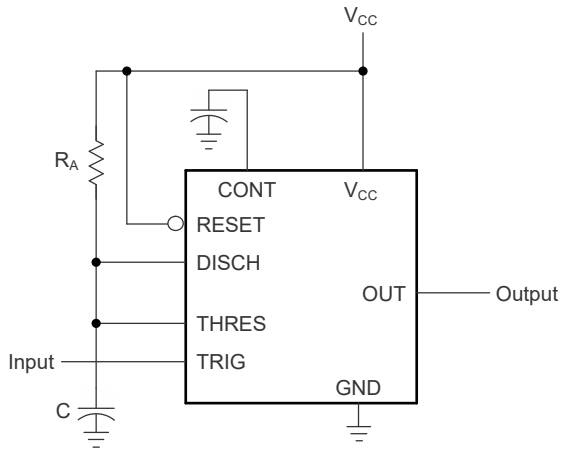

Figure 6-2. Circuit for Monostable Operation
(1) For conditions shown as MIN or MAX, use the appropriate value specified under *Recommended Operating Conditions*.
(2) Values specified are for a device in a monostable circuit similar to Figure 6-2, with the following component values: R_A = 2kΩ to 100kΩ, C = 0.1μF.
For monostable operation, Figure 6-2 shows how to connect any of these timers. If the output is low, application of a negative-going pulse to the trigger (TRIG) sets the flip-flop ($\overline{Q}$ goes low), drives the output high, and turns off Q1. Capacitor C is then charged through R_A until the voltage across the capacitor reaches the threshold voltage of the threshold (THRES) input. If TRIG has returned to a high level, the output of the threshold comparator resets the flip-flop ($\overline{Q}$ goes high), drives the output low, and discharges C through Q1.
Figure 6-5 shows that adding a second resistor, R_B, to the circuit of Figure 6-2 and connecting the trigger input to the threshold input causes the timer to self-trigger and run as a multivibrator. Capacitor C charges through R_A and R_B and then discharges through R_B only. Therefore, the duty cycle is controlled by the values of R_A and R_B.
By adjusting the length of the timing cycle, the basic circuit of Figure 6-2 can be made to operate as a frequency divider. Figure 6-8 shows a divide-by-three circuit that makes use of the fact that retriggering cannot occur during the timing cycle.
See Figure 6-2